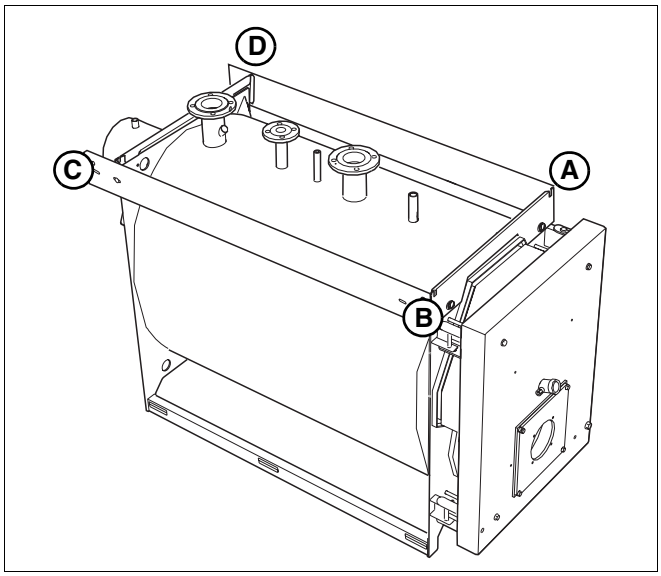

Рис. 15 Выравнивание левой и правой траверс относительно друг друга
- Выровнять диагонали между левой и правой траверсами от A до C и от B до D (рис. 15). Если требуется, то сдвинуть траверсу и закрепить винтами в овальных отверстиях.